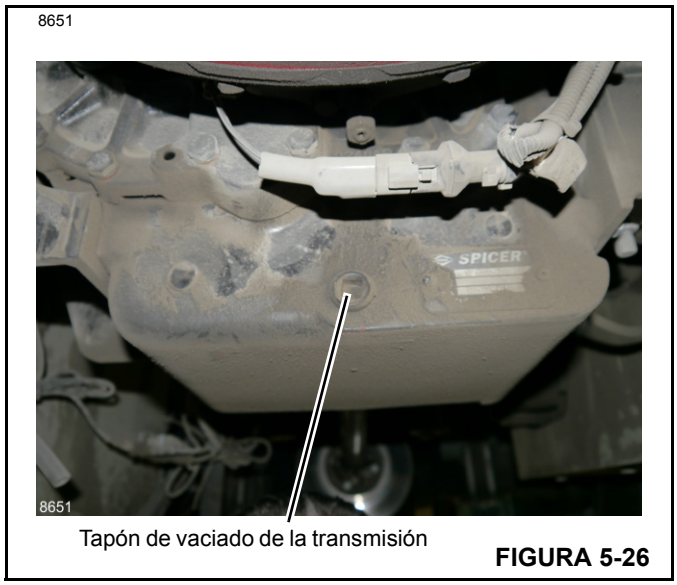

FIGURA 5-26
2. Coloque el recipiente debajo del tapón de vaciado y retire el tapón (Figura 5-26). Vacíe en el recipiente cualquier aceite que haya quedado en la transmisión. Instale el tapón de vaciado.